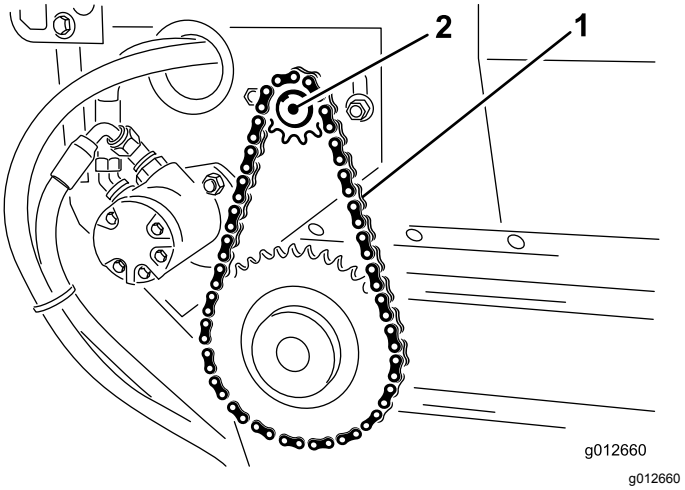

Figur 19
3. Løsn boltene og møtrikkerne, der fastgør motoren og kædehjulet til hovedstellet (Figur 19).
4. Drej motor- og kædehjulssamlingen (Figur 19) i monteringshullerne, indtil transportbåndets kæde afbøjer 3,2 mm.
5. Tilspænd monteringsboltene (Figur 19).